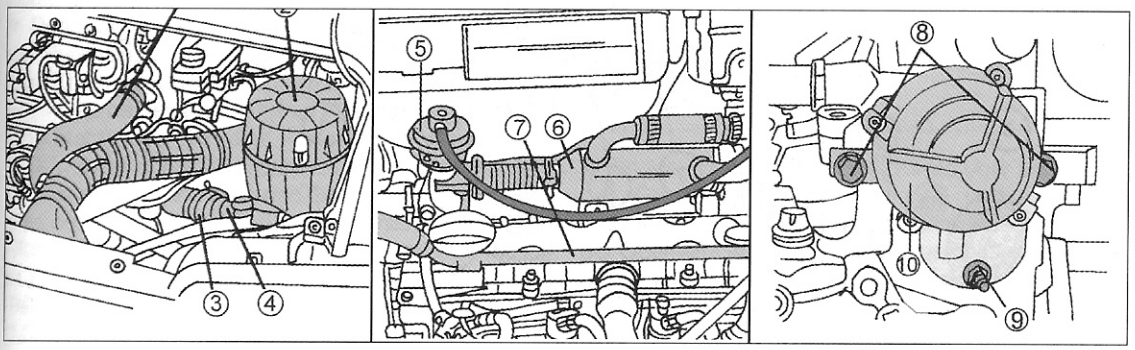

Bild 130
- Das ARG-Ventil (5) ausbauen, den Wärmeaustauscher (6) und die Belüftungsleitung (7) in der mittleren Ansicht von Bild 130 lösen.
- Die Schrauben (11) in der rechten Ansicht von Bild 130 lösen, die Mutter (12) entfernen und die Unterdruckpumpe abnehmen.
- Die Unterdruckpumpe (8) in der rechten Ansicht von Bild 130 mit einem Filter und einem neuen „O"-Dichtring montieren.